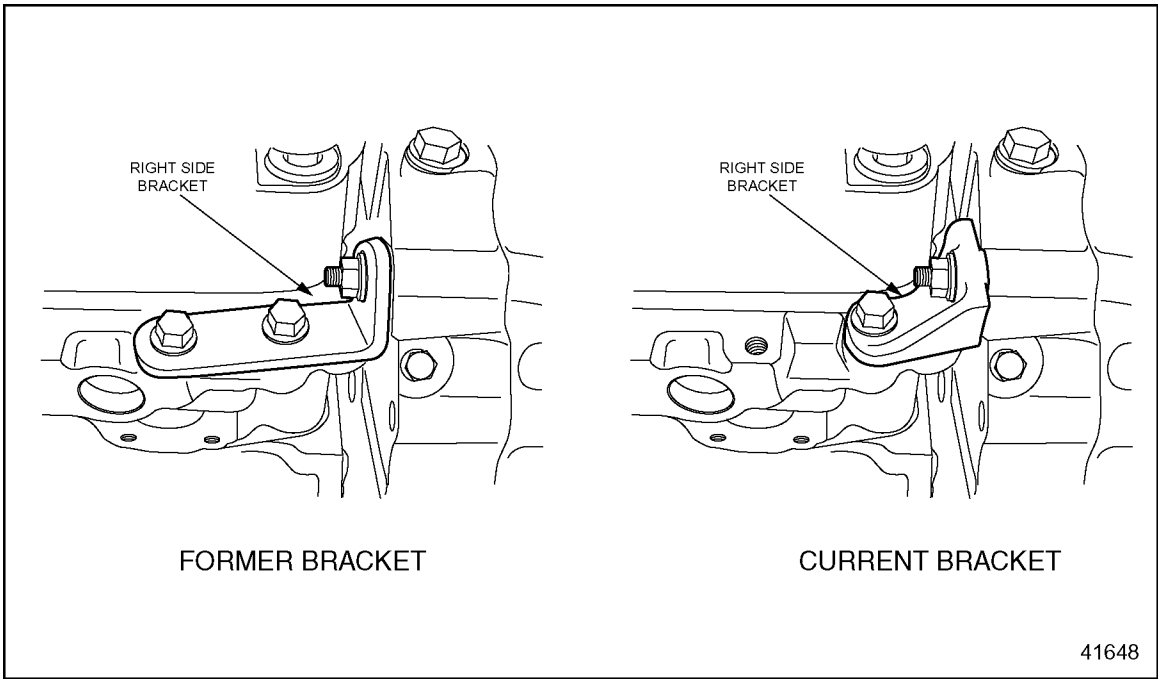

Figure 1-205 Gear Case Stiffening Bracket (Right Side)
8. Remove the three bolts securing the former right side gear case stiffening bracket, or two bolts securing the current right side gear case stiffening bracket. See Figure 1-205.